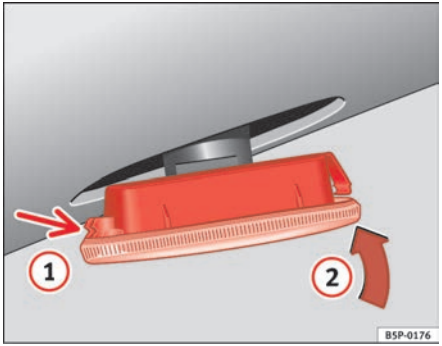

Fig. 159 Side indicators
– First fit the indicator in the opening in the chassis, fastening the tabs (1) ⇒ page 225, fig. 159, and then fit in the lamp as shown by the arrow (2) ⇒ page 225, fig. 159. ■